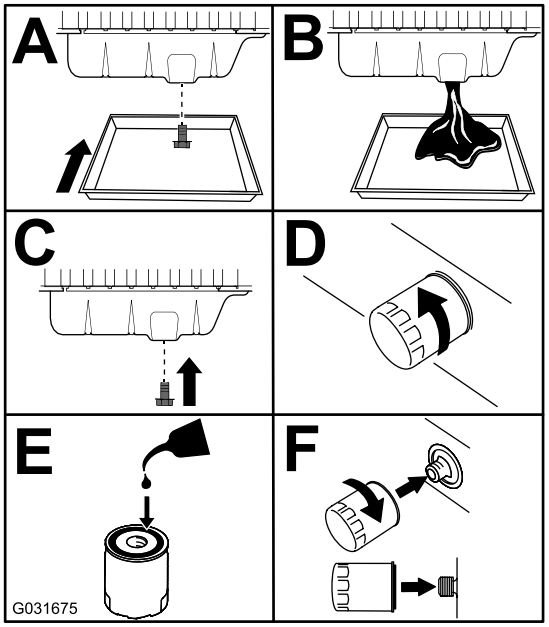

Figuur 85
3. Ververs de motorolie en vervang het filter (Figuur 85).